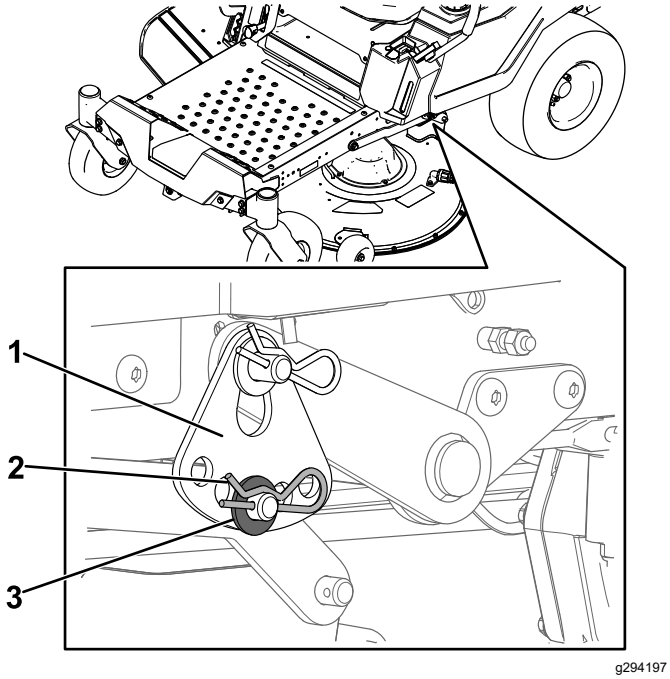

Figuur 70
6. Verwijder de R-pen en de ring van de onderste pen van de hefarm (Figuur 70).